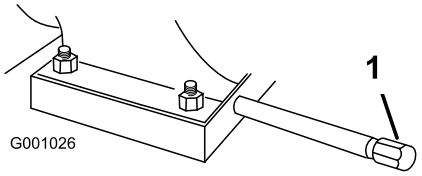

**Figure 52**
1. Clean the area around the oil drain cap (Figure 52).